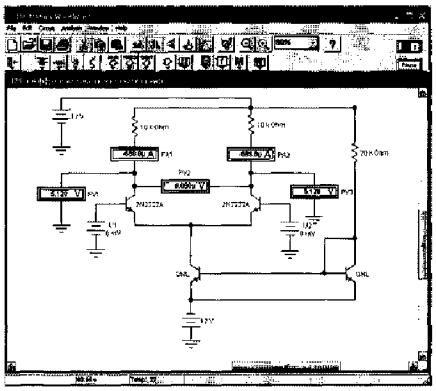

РИС. 30. Схема для исследования дифференциального каскада
1. Соберите схему для исследования фазоинверсного каскада (рис. 30).